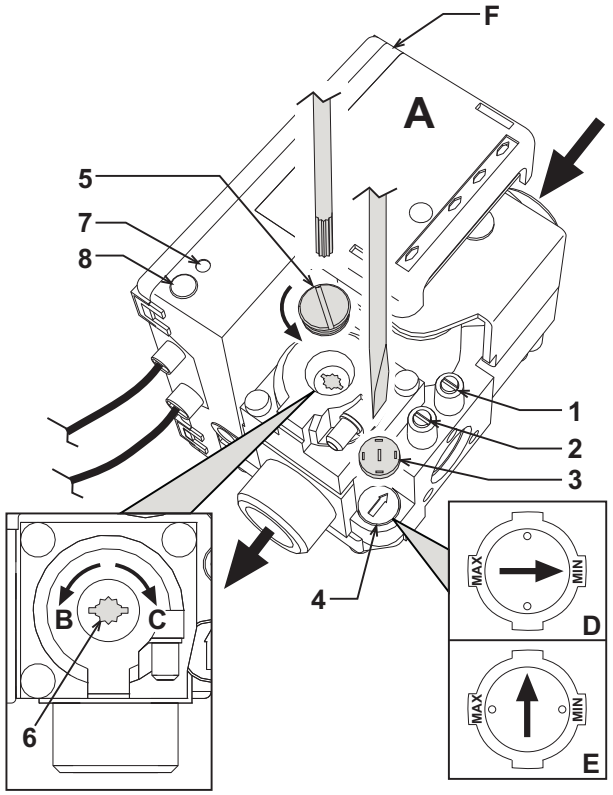

рис. 3 - Регулирование давления
Подключите манометр к штуцеру отбора давления **2** (рис. 3), расположенному после газового клапана, затем переведите ручку термостата котла (поз. 5 - рис. 1) на максимум.
Сняв защитную пробку **5** (рис. 3), регулируйте давление газа с помощью винта **6** на желаемое значение (см. таблицу технических данных и диаграммы изменения мощности, приведенных в сар. 5).
2. Снимите с газового вентиля маленький защитный колпачок **3** (рис. 3). С помощью маленькой отвертки отрегулируйте "СТУПЕНЬ" розжига на основании выбранного для работы газа (**G20-G25** Положение **D**рис. 3 или **G30-G31** Положение **E** рис. 3); установите защитный колпачок на место.